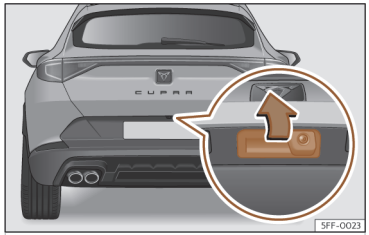

Abb. 75 Heckklappe: Öffnen von außen
- *Öffnen:* Drücken Sie leicht den Haltegriff. Sie öffnet sich selbsttätig ››› **(Abb. 75)**.